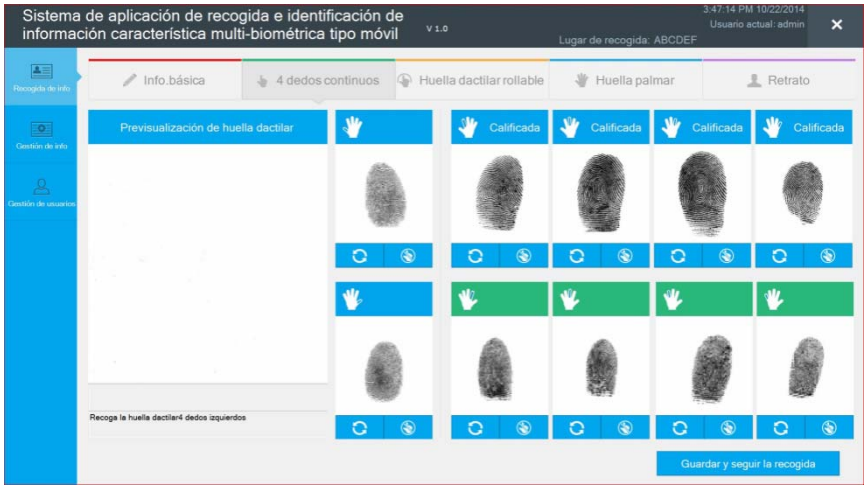

Figure 5.2.8.1
8.After collection of four joint fingers, the effect of finger-print are shown as diagram (as shown in figure 5.2.8.1).